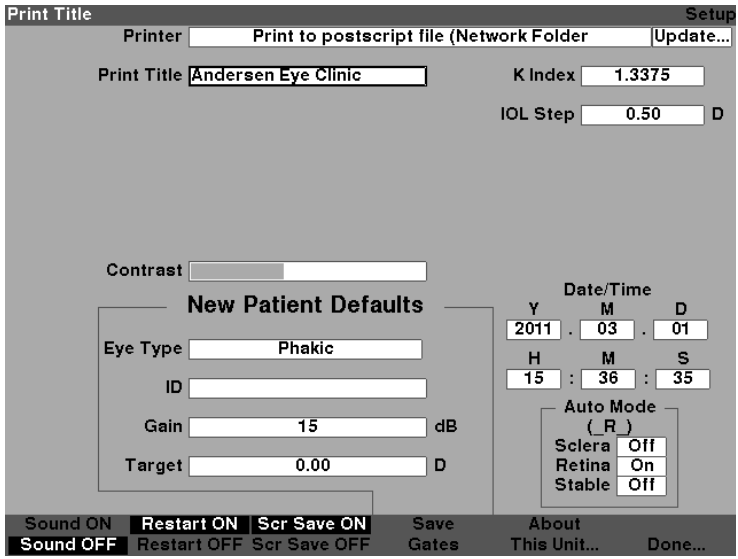

Figure 5-37 Print Title Added
4. Press the knob or the √ button, to save the entered Print Title and to deactivate the field as shown in figure 5-37.